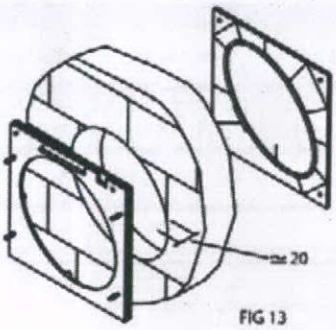

FIG 13
5.6 Place the outer clamp plate (D) with the rods (A') in the outside part of the hole in the wall, ensuring that the length of the rods protruding from the wall is approximately 20 mm to prevent interference when installing the body of the fan (B). Place the inner clamp plate (C) on the inside of the wall matching up the four (4) interior housings with the rods and then use the nuts to fasten the two plates together. (FIG 13)